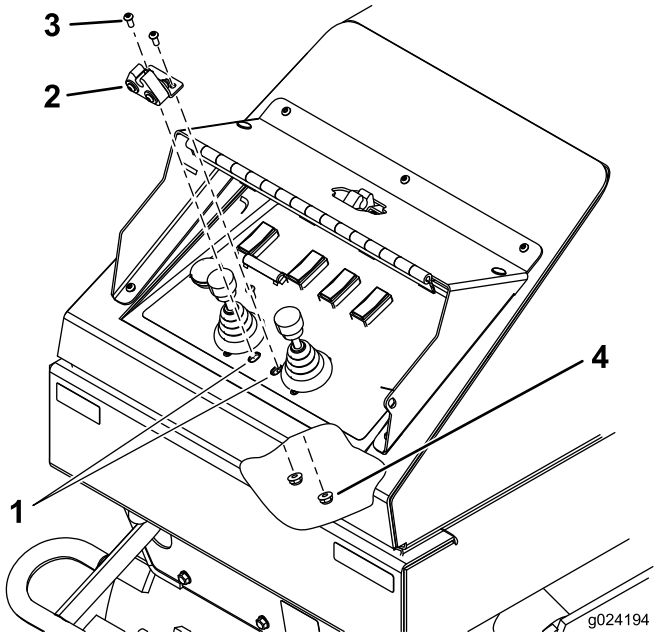

Figure 4
2. Fixez le support de fermeture assemblé à la machine avec 2 boulons à tête creuse hexagonale (1/4 x 5/8 po) et 2 écrous à embase (1/4 po) (Figure 4).